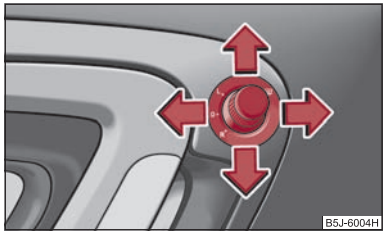

Fig. 49 Parte interior de la puerta: Botón giratorio
– Gire el botón hasta la posición ⇒ fig. 49.